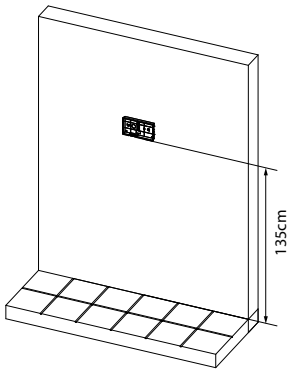
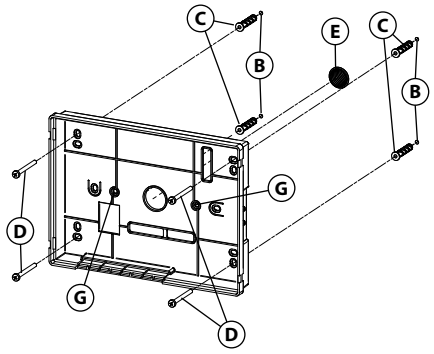

Fig. 3
Fig. 4
3. Put the base of the unit on the wall at approx 135cm from the finished floor (**Fig. 3**) to match the points for the fixing holes Ⓑ (**Fig. 4**) remembering that the wires Ⓔ (**Fig. 4**) must be fed through the large hole Ⓕ (**Fig. 4**). If you use the flush mounting box 503, embed it into the wall vertically at approx. 140cm from the finished floor and the base.
4. Following **Fig. 4**, make the holes Ⓑ, insert the wall plugs Ⓒ and fix the base with the screws Ⓓ feeding the wires Ⓔ through the hole Ⓕ. If you have used the box 503, fix the base to the wall through the holes Ⓖ using the screws Ⓓ.